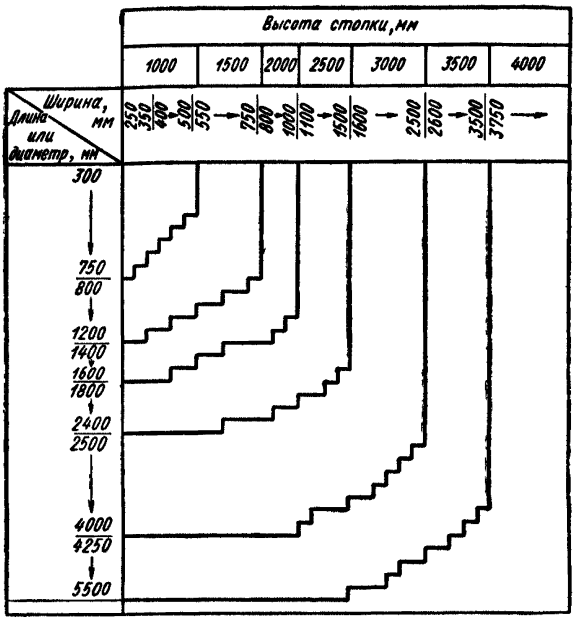

Рис. 1. Высота штабеля в зависимости от размера опок
12. Пустые опоки необходимо укладывать в устойчивые штабеля (рис. 1). Штабеля опок должны быть ровные, без уклонов и уложены на ровных площадках.